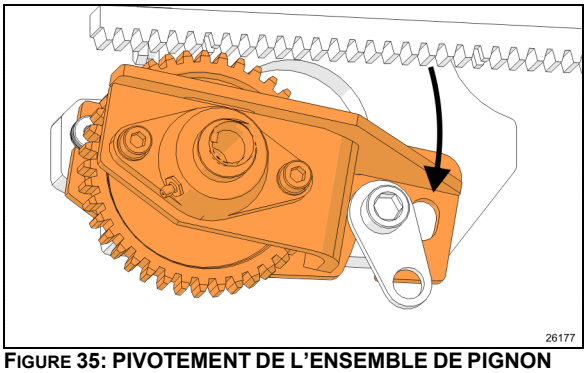
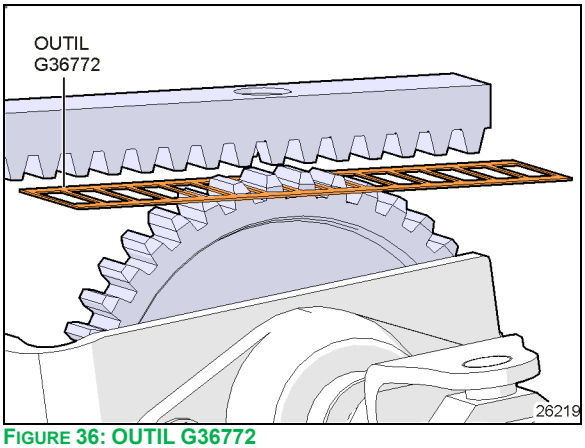

FIGURE 35: PIVOTEMENT DE L'ENSEMBLE DE PIGNON
FIGURE 36: OUTIL G36772
1. Enlever la vis supérieure tel qu'indiqué à la Figure 35
2. Dévisser légèrement la vis inférieure pour enlever la tension sur la languette (Figure 36)
5. Dévisser et enlever les vis du palier supérieur (7). Conserver la quincaillerie.
6. Retirer l'arbre (1).
7. Enlever le pignon usagé (3). Si la clavette est endommagée, la remplacer.
8. Sur l'arbre (1), installer la bague d'appui (6), la clavette (5), le nouveau pignon (3) et les rondelles de butée (4).
9. Pousser l'arbre à travers le collet inférieur (2) et le palier inférieur jusqu'à ce que bout de l'arbre appuie sur la plaque inférieure du support.
15. Serrer les vis supérieures et inférieures (Figure 35, Figure 36) de l'ensemble de pignon. **Serrer à 198 lb-pi (268 Nm)**